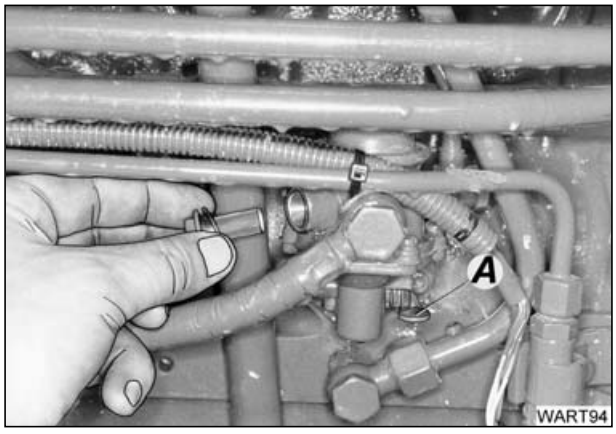

Rys.7
- Pompować dźwignią pompy (A/ KONSERWACJA I OPIEKA Rys. 7) tak, aż popłynie paliwo bez pęcherzyków powietrza. Dociągnąć śrubę odpowietrzającą.
- Poluzować śrubę (A) na pompie wtryskowej.
- Pompować dźwignią pompy (A/ KONSERWACJA I OPIEKA Rys. 7) tak, aż popłynie paliwo bez pęcherzyków powietrza. Ponownie dociągnąć śrubę.